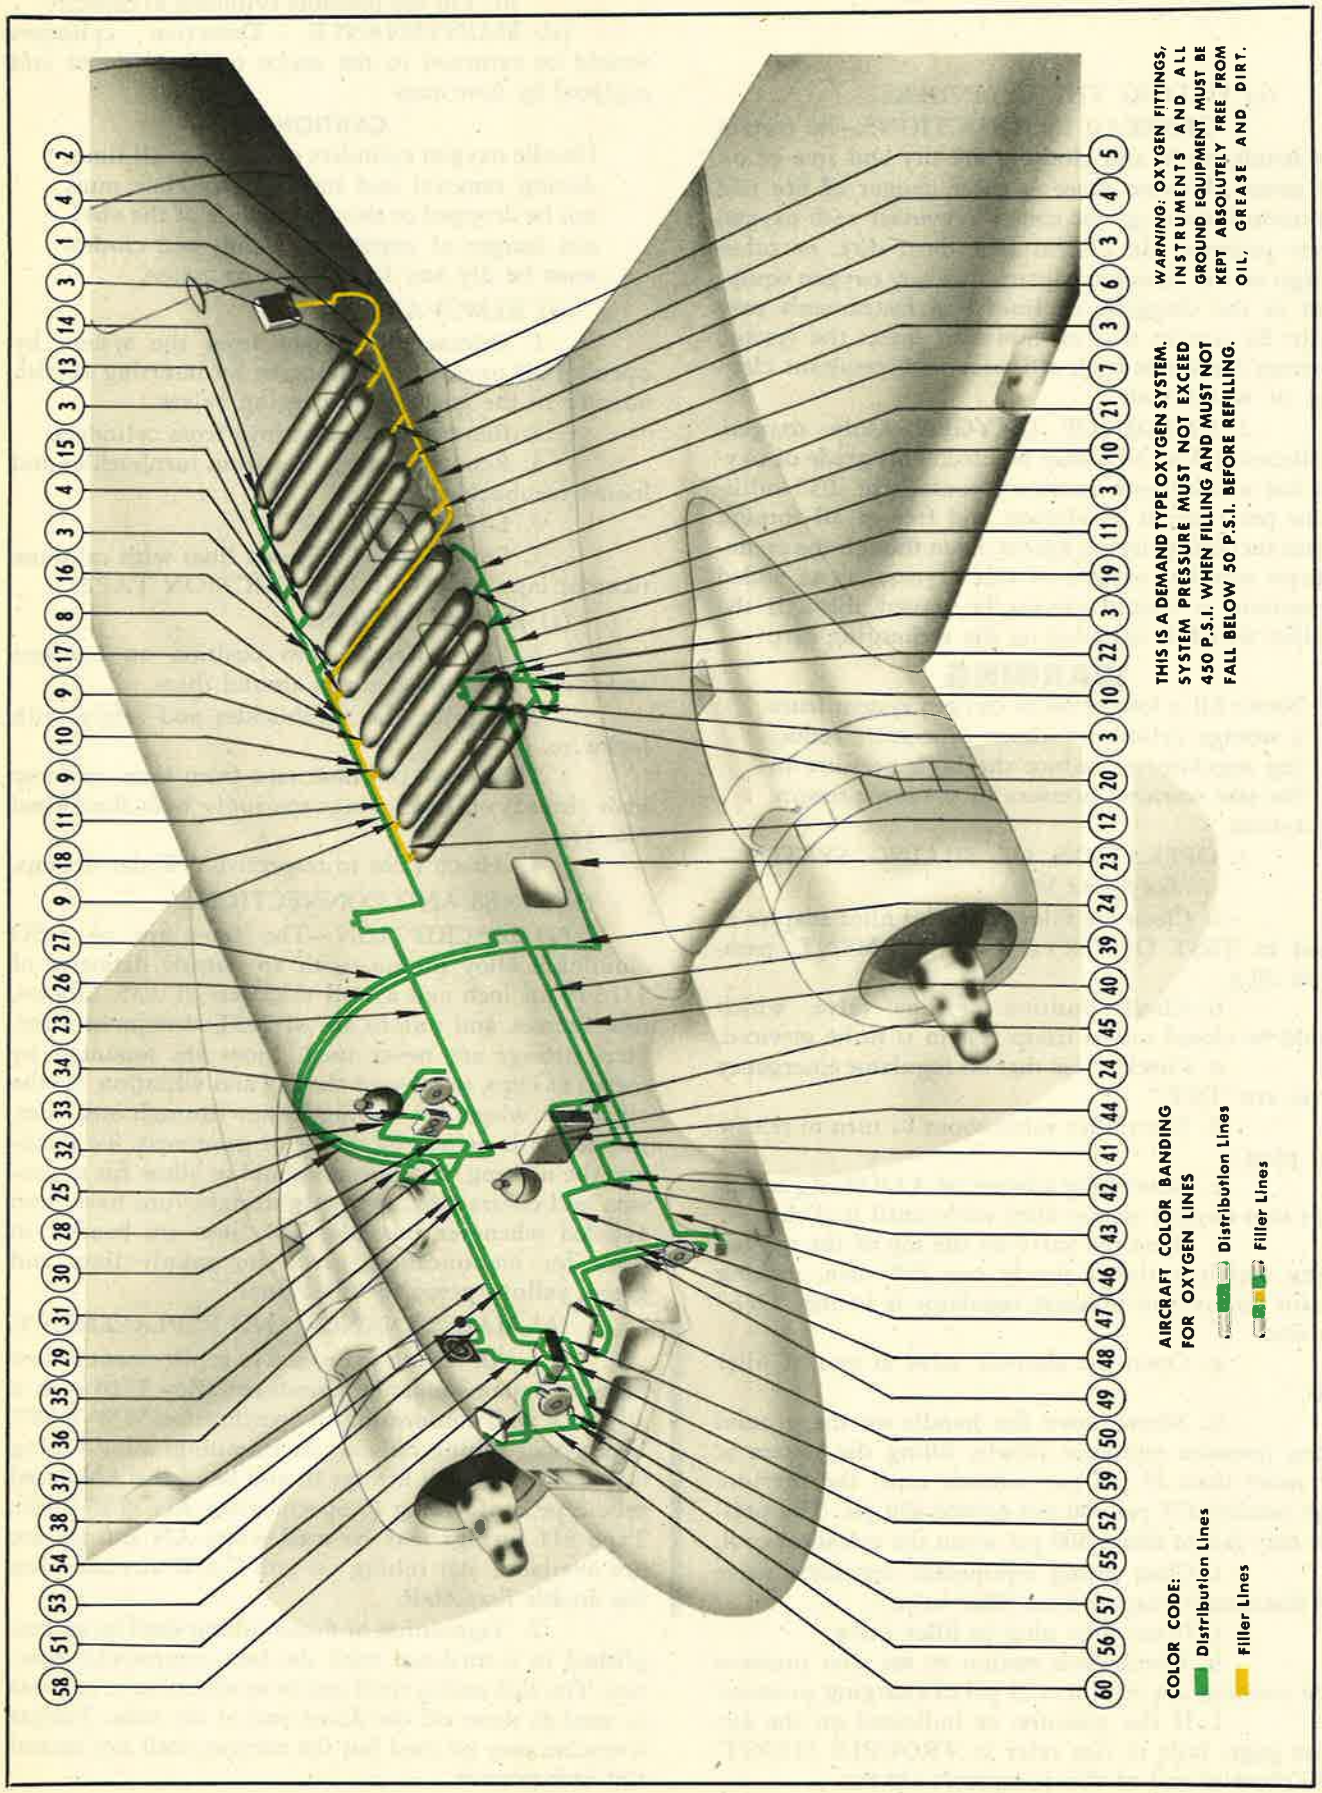
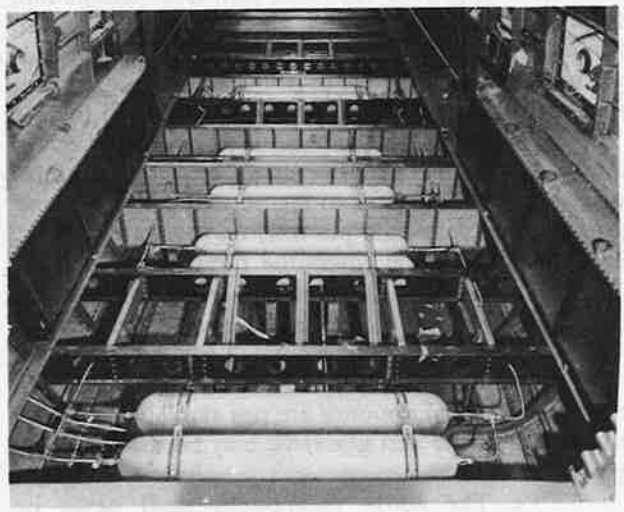

Figure 584—Low-Pressure Oxygen System (Also See Figures 650 and 651)
Figure 586—Oxygen Cylinders Installed (Low-Pressure System)
(a) DESCRIPTION OF 10 CYLINDER SYSTEM. *(See figure 584 and diagram in airplane mounted on door at forward end of main cargo compartment.)*—Ten shatterproof Type F-2 oxygen cylinders, with a pressure of 425 ± 25 psi and a capacity of 13.8 cubic feet, are strapped in wooden cradles below the main cargo compartment floor. (See figure 586.) On some airplanes the whole amount of oxygen is at the disposal of all five crew members, whereas, on later airplanes the pilot is supplied by two cylinders isolated from the rest of the system, and the other four crew members are supplied by the remaining eight cylinders.
5. LINES IN THE 10 CYLINDER INSTALLATION.—Refer to figures 584 and 650 for guidance in installing the lines of this system.